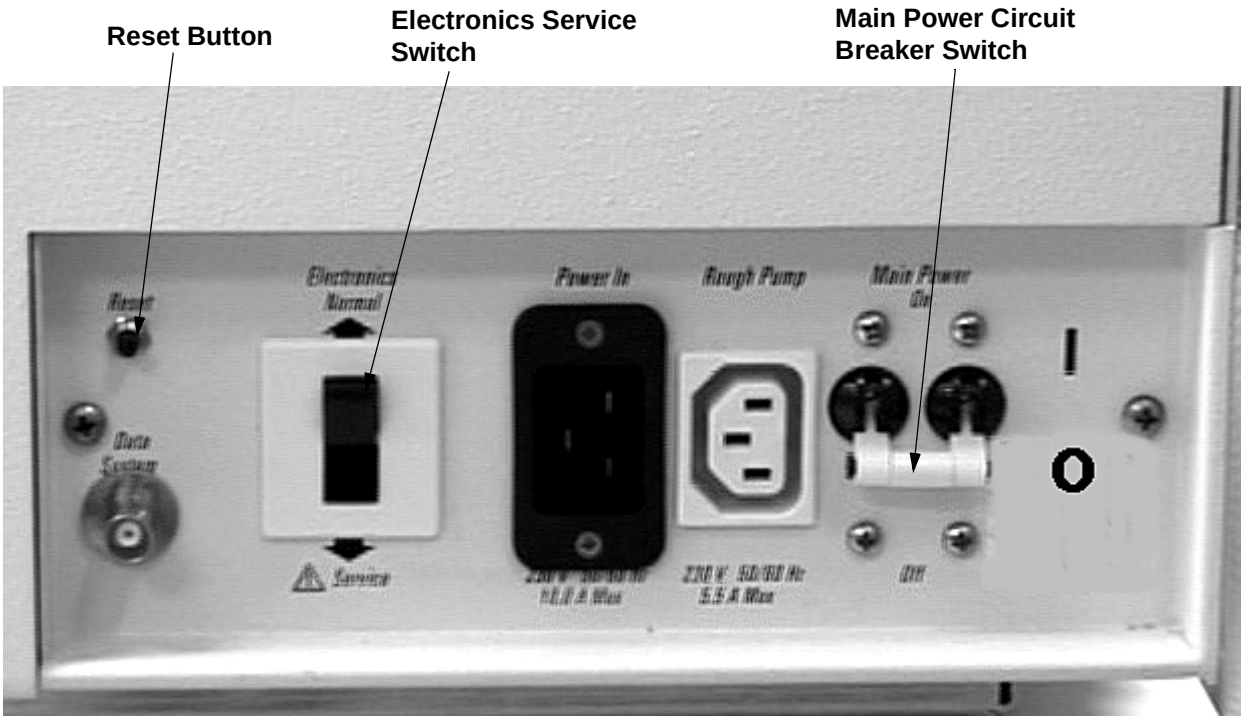
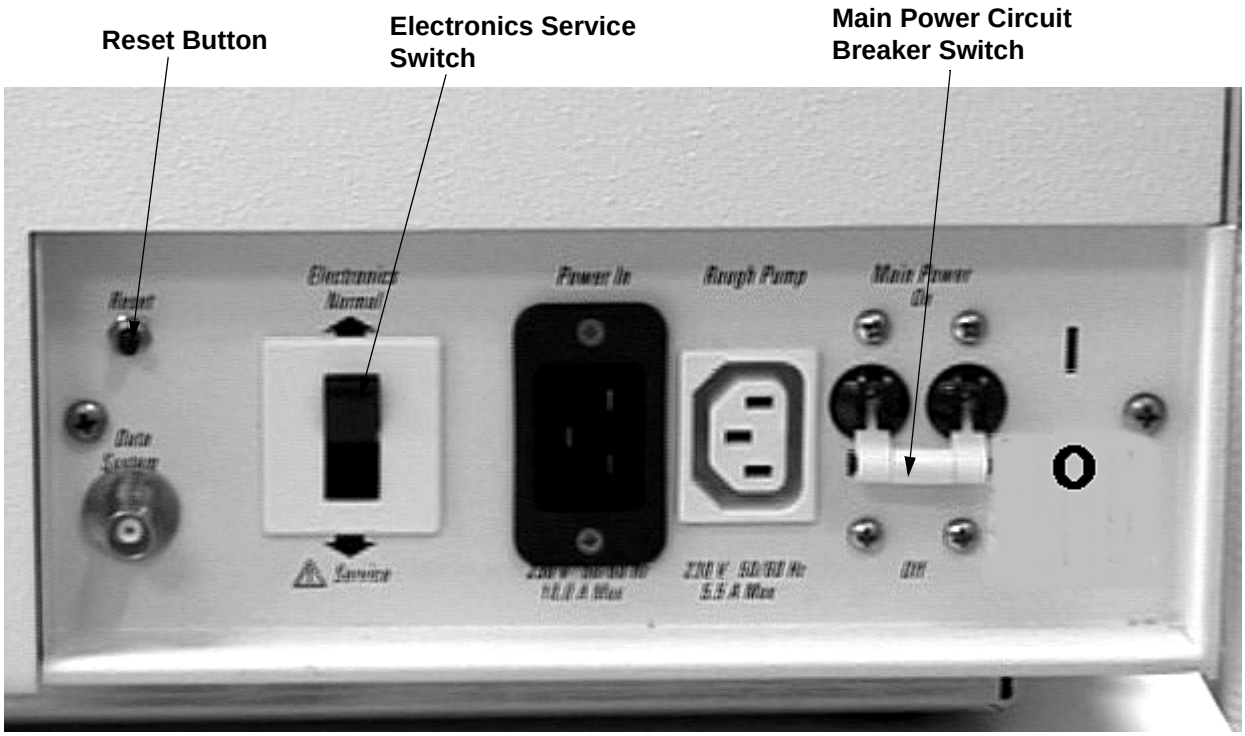

Figure 2-6. LCQ Advantage MAX Power Panel
Figure 2-7. LCQ Deca XP MAX Power Panel
The ***main power circuit breaker switch*** (labeled *Main Power*) is located on the power panel at the lower right corner of the right side panel of the MS detector. See Figure 2-6 and Figure 2-7. In the Off (O) position, the circuit breaker removes all power to the MS detector, including the vacuum pumps. In the On (|) position, power is supplied to the MS detector. In the standard operational mode, the circuit breaker is kept in the On (|) position.